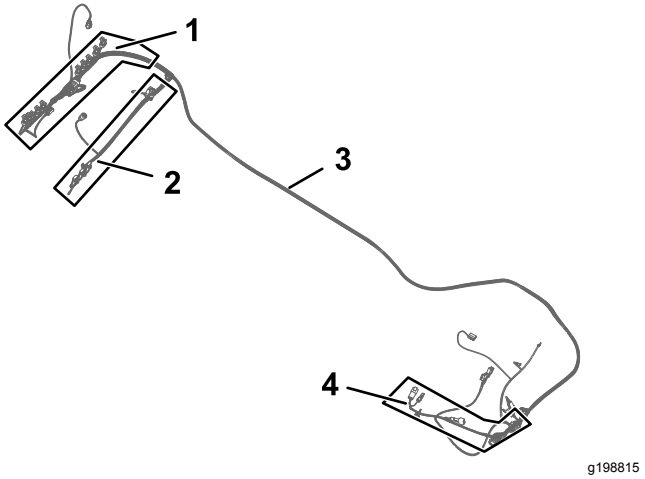

Figur 74
1. Find ledningsnettets afgreningsledninger på hhv. 84 cm, 60 cm og afgreningsledningen på 66 cm fra sættets ledningsnet (Figur 74 og Figur 75).